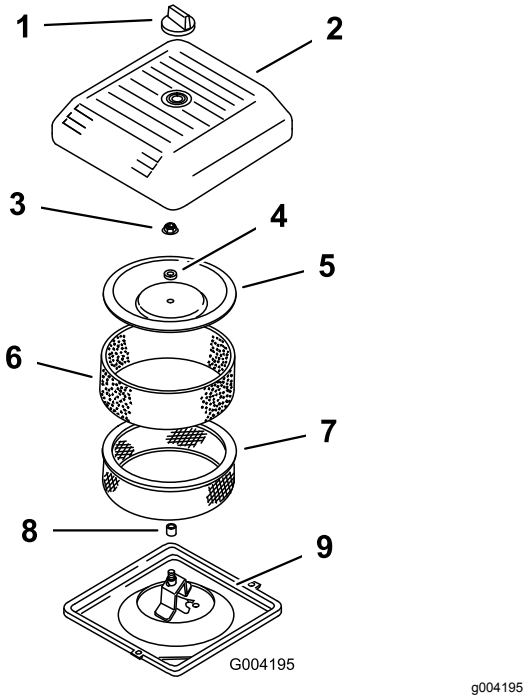

Figuur 44
3. Schroef de knop los en verwijder het luchtfilterdeksel (Figuur 44).
4. Schuif voorzichtig het schuimfilter van het papieren element (Figuur 44).
5. Draai de dekselmoer los en verwijder het deksel, afstandsstuk en papierfilter (Figuur 44).
2. Plaats de luchtreiniger op het onderstuk van de luchtreiniger (Figuur 44).
3. Monteer het accudeksel en zet dit goed vast met de dekselmoer (Figuur 44). Draai de moer vast met een torsie van 11 N·m.
4. Plaats het luchtfilterdeksel en zet het vast met de knop (Figuur 44).